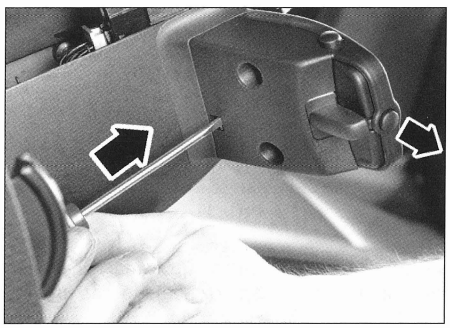

FIG. 3
- el mando de la radio con un pequeño destornillador por detrás del mando (fig. 3).